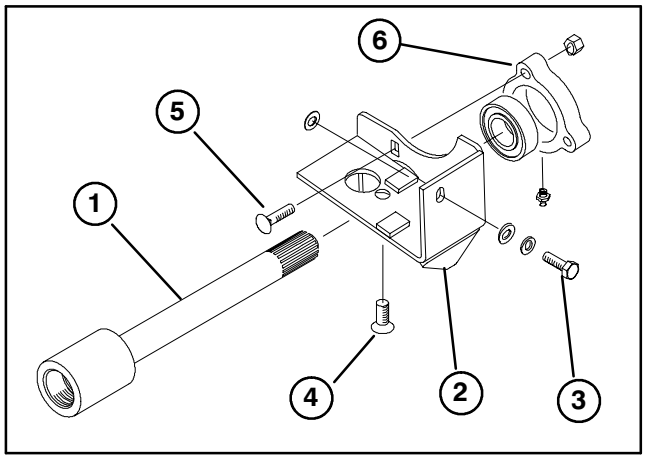

Figure 8
2. Slide traction shaft through bearing bracket, aligning the (2) bearing bracket mounting holes with the holes in side and bottom of hydrostat (Fig. 8).
3. Mount side of bracket to hydrostat with a M8 x 25 mm capscrew, m8 lockwasher, M8 flat washer and 1 or 2 shims (Fig. 8).
Note: Top carriage bolt (Fig. 8) must be installed.
4. Mount bottom of bearing bracket to hydrostat with a 3/8 – 16 x 3/4" lg. socket head screw (Fig. 8).
5. Thread traction shaft (Fig. 8) (left hand thread) onto coupler output shaft and tighten. Using an open end torque wrench, on the square shaft of the drive shaft assembly, torque the traction shaft (counter–clock wise) to 110–120 ft/lb.